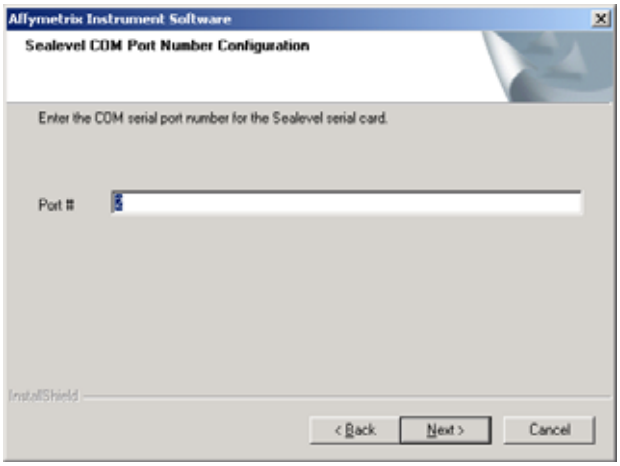

Figure C.18
11. Enter the Port # for the COM serial port for the Sealevel serial card. Enter **2** **(Figure C.18)**.